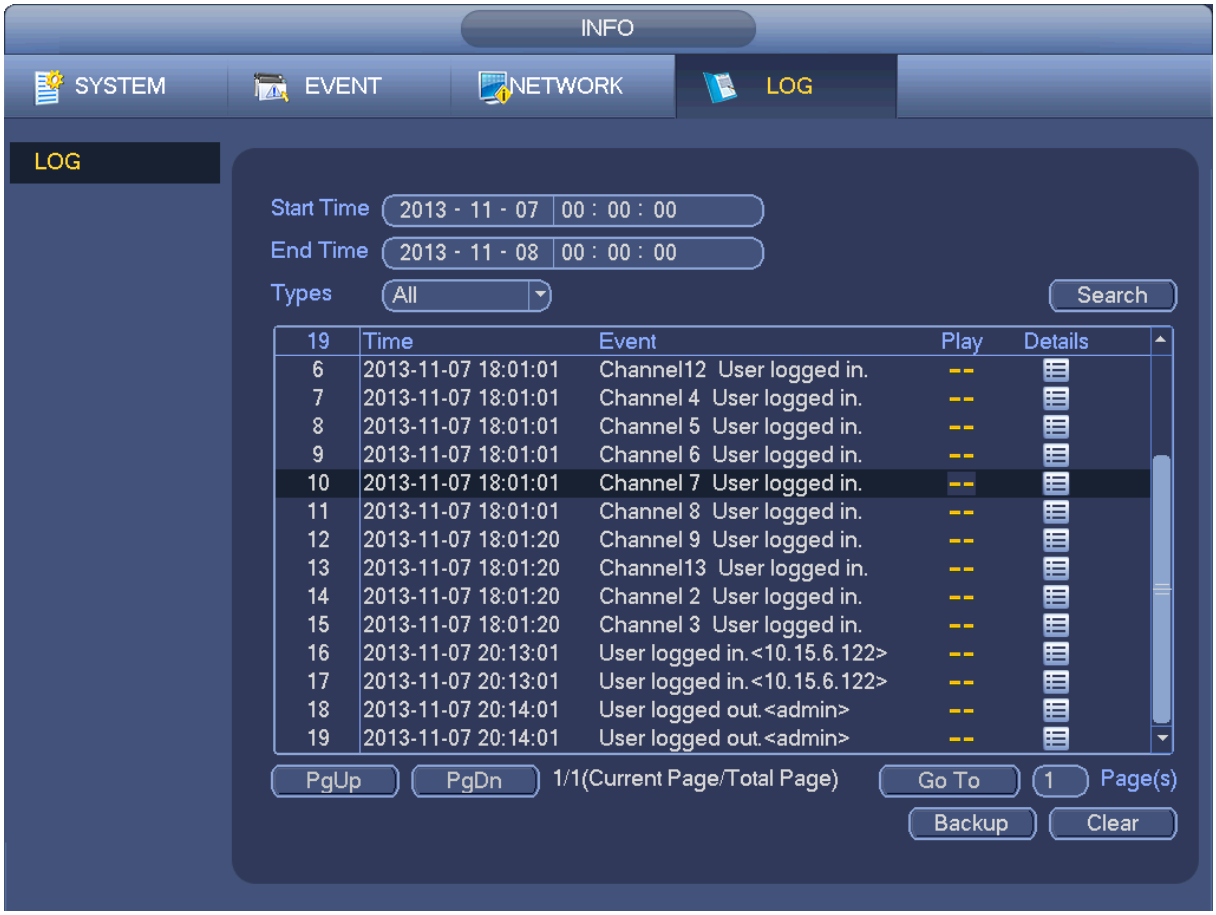

Figure 4-89
a) From Main menu->Info->Log, the interface is shown as below. See Figure 4-89.